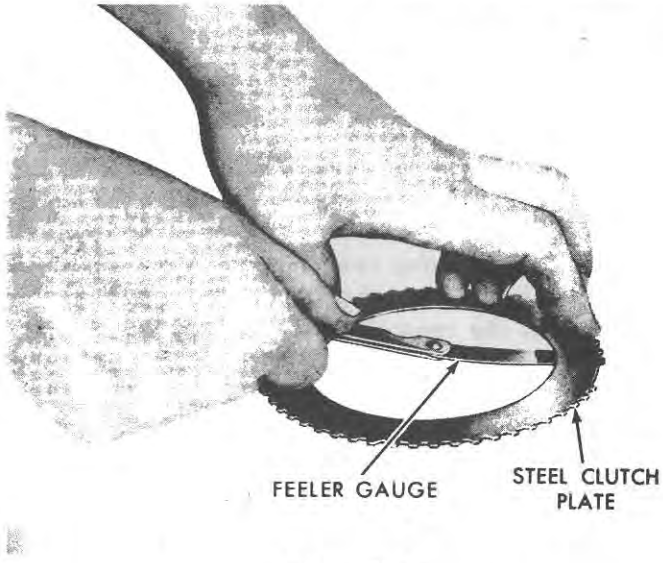

Figure 109
2. Inspect the clutch plates for signs of overheating, distortion, wear, and scoring. Check the coning of the steel plates (P.T.O. clutch). Position the plates on a flat surface, then check the coning with a feeler gauge, as shown in Figure 109. The plates are coned to 0.015-0.020 in. (0.381-0.508 mm). Replace any of the plates with coning less than 0.015 in. (0.381 mm).